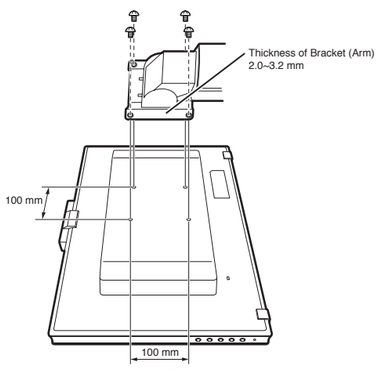

**Figure F.1**
2. Use the 4 screws removed from the stand to attach the arm to the monitor (**Figure F.1**).